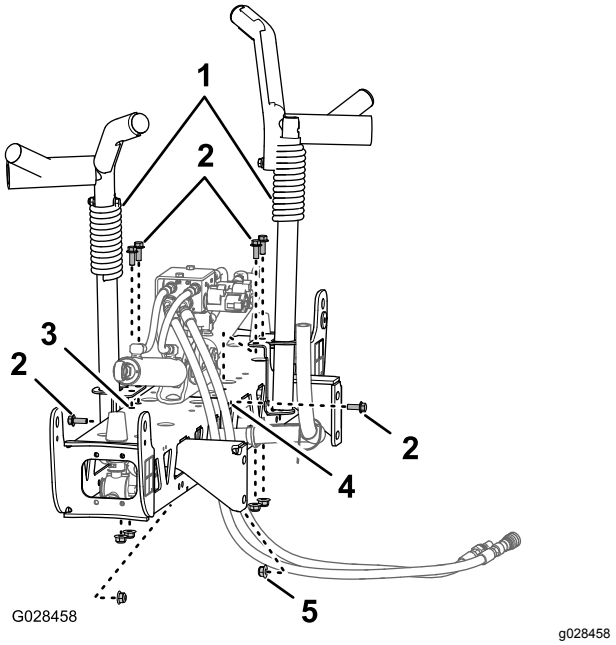
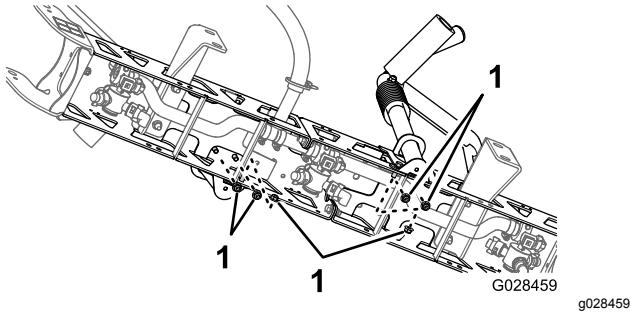

Figur 27
Figur 28
2. Ret bommens transportholdere ind efter midterbomsektionen (Figur 27).
3. Monter holderne på bomsektionen (Figur 28 og Figur 27) med 6 bolte (⅜" x 1") og 6 flangelåsemøtrikker (⅜").